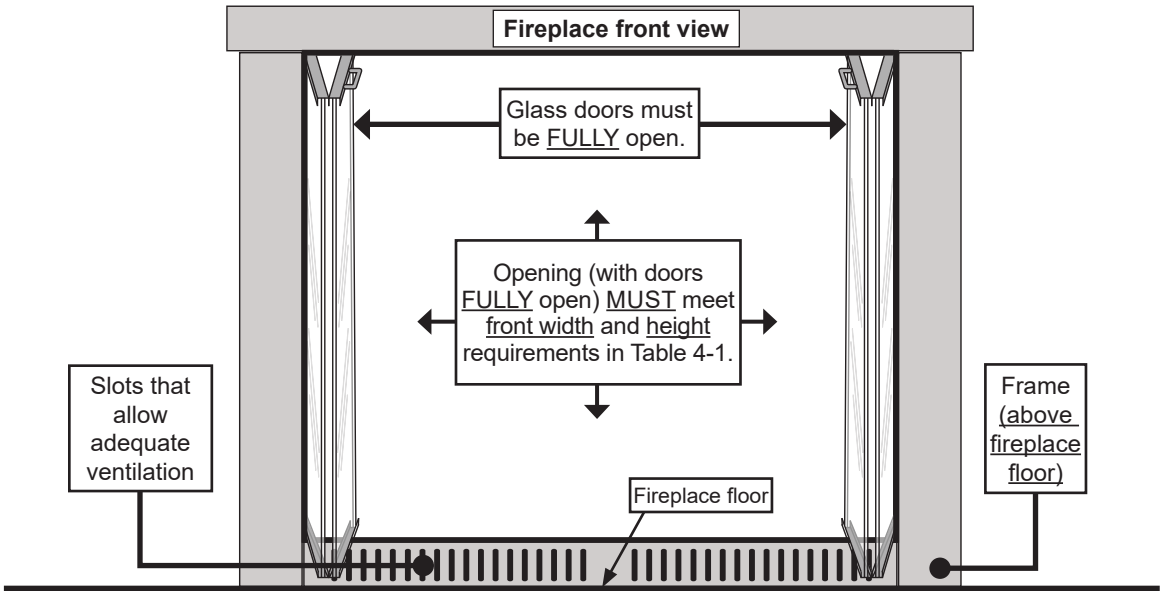

**Fig. 5-1** Correct glass-doors frame setup, ventilation, and use (if applicable)
If this burner system is installed in a fireplace with glass doors, and the door frame bottom is greater than 3/4" in height, the frame MUST have slots (above the fireplace floor) that allow adequate ventilation. This prevents airflow obstruction (to the fireplace floor). See Fig. 5-1.
**Important:** The opening (with doors fully open) MUST meet the minimum fireplace size front width and height requirements. See Table 4-1 and Fig. 5-1.